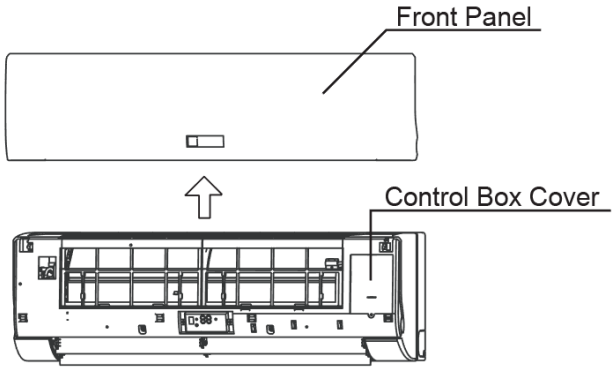

Fig. 11 — Accessing Control Box Cover
1. Lift up the front panel and look for the control box cover as shown in Fig. 11.